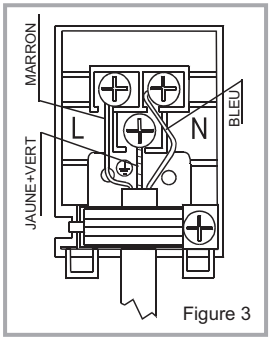

Figure 3
- Le câble terre doit être branché au moyen de la vis qui a le symbole terre. Le branchement du câble d'alimentation doit être effectué selon la Figure 3. S'il n'y a aucune prise de terre conforme aux normes d'installation, contactez le service autorisé immédiatement. Vous devez installer un disjoncteur dans le circuit électrique avec une ouverture de contact d'au moins 3mm (puissance 20A, type de fonctionnement à retardement)